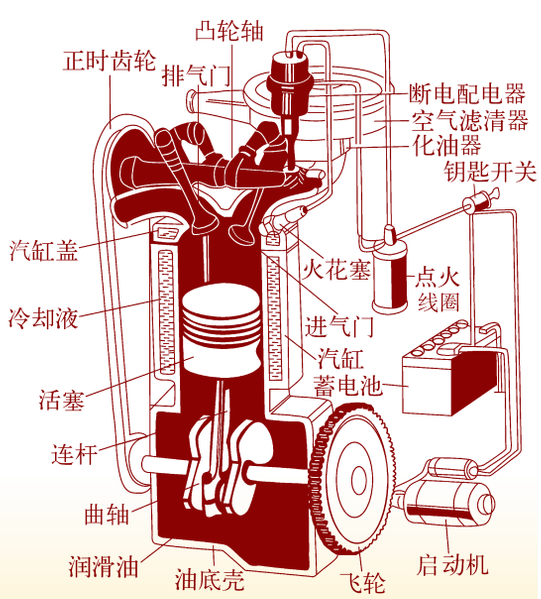

图 3.3　四冲程汽油机的基本结构
图 3.3 所示是一台单缸汽油机的基本结构。内表面为圆柱形的汽缸内装有活塞，活塞通过活塞销与连杆的一端铰接，连杆的另一端与曲轴连接构成曲柄连杆机构。活塞在汽缸内做往复运动时，连杆便推动曲轴旋转。同时活塞以上的工作腔容积也在不断地由最小变到最大，再由最大变到最小，如此循环不已。汽缸的顶端用汽缸盖封闭，其上装有蘑菇状的进气门和排气门，它们由凸轮轴控制，按时打开和关闭。通过进、排气门的开闭实现向汽缸内充气和排出废气。
1. 图 3.3 中，点火线圈和火花塞等属于汽油机的点火系统，柴油机有这些零部件吗？